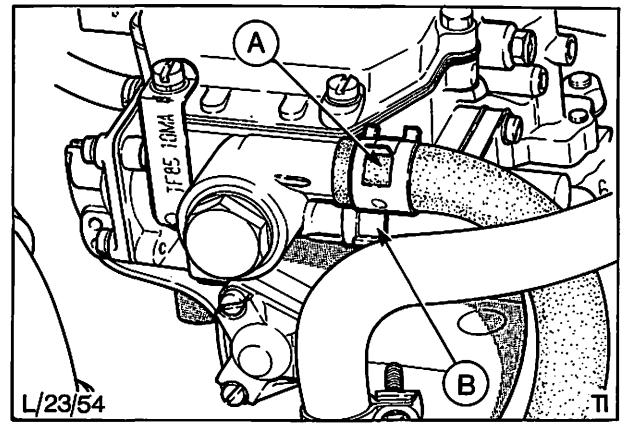

Abb. 105 A = Kraftstoffrücklaufleitung
11. Kraftstoffzufuhr- und Rücklaufleitungen am Vergaser anschließen, Abb. 105.